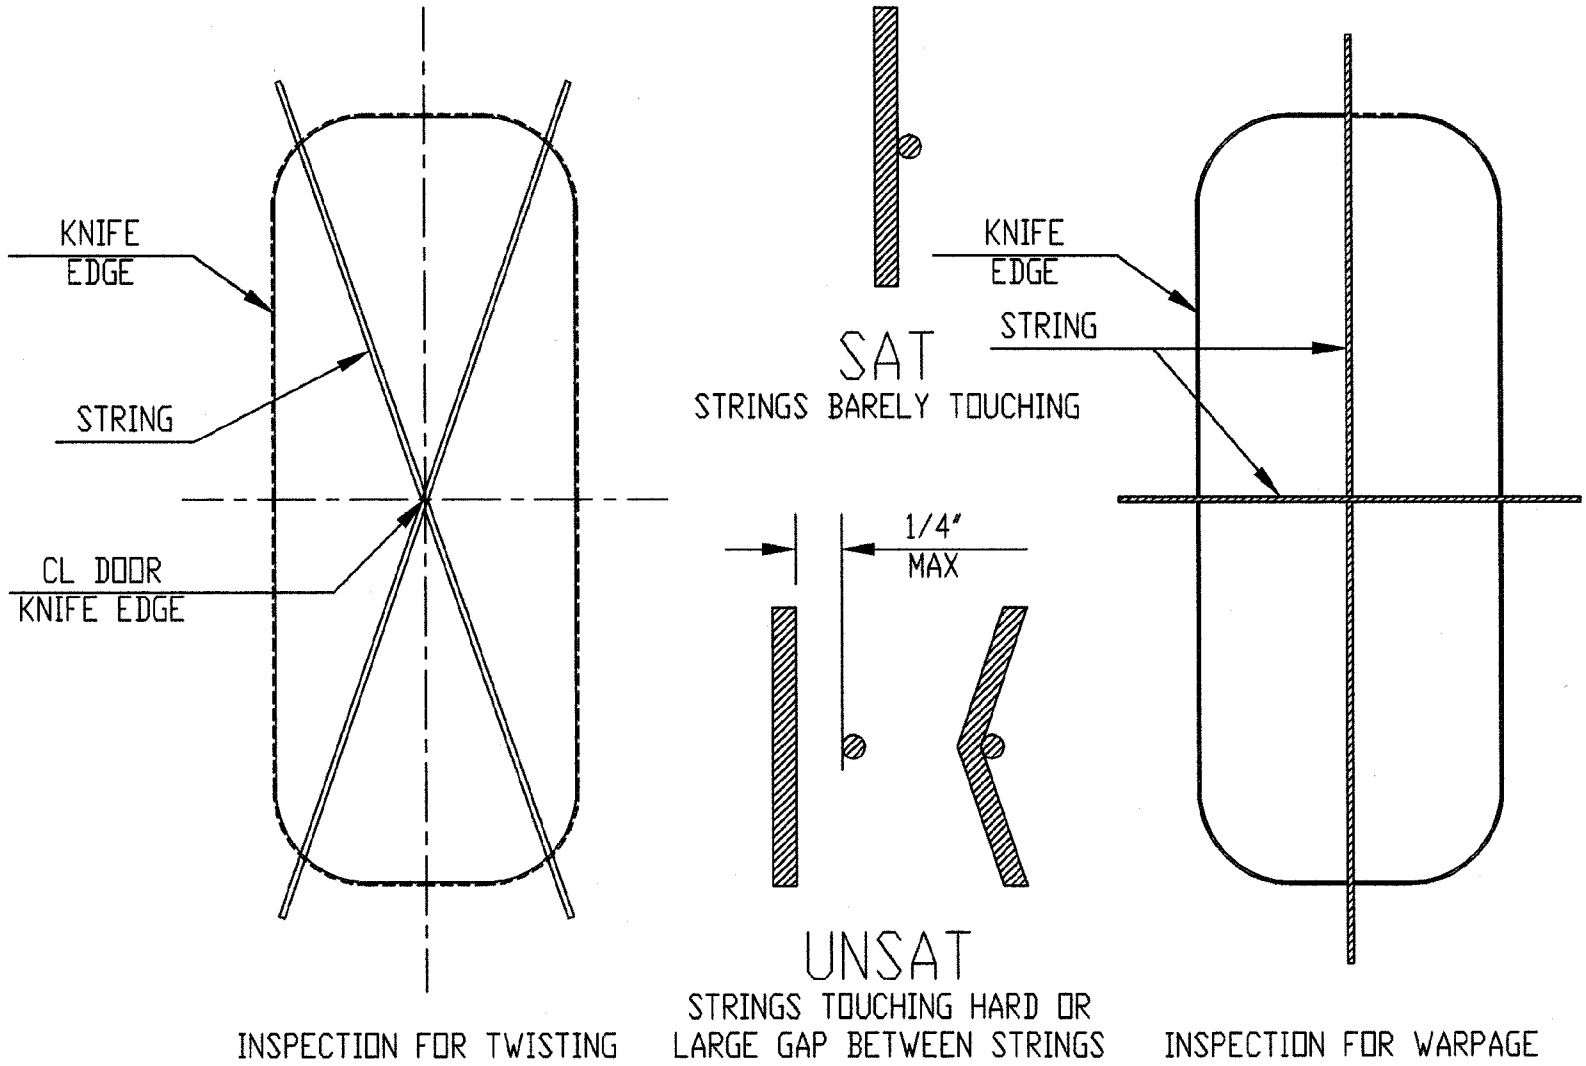

FIGURE 5-A
1.2. INSPECT THE DOORFRAME FOR EXCESSIVE WARPING. THE WARPING TOLERANCE SHALL NOT EXCEED 1/8 INCH. USE THE CROSS-STRING METHOD TO CROSS DIAGONAL CORNERS AT DOOR KNIFE-EDGE; ALSO CHECK VERTICAL AND HORIZONTAL PLANES, SEE **FIGURE 5-A**. KNIFE EDGE GRINDING SHALL NOT BE USED TO CORRECT FRAME WARPING.
2.3 THE BULKHEAD PANEL AT THE DOORFRAME SHALL BE STRAIGHT TO WITHIN 1/16 INCH, PARTICULARLY ON BULKHEADS GREATER THAN ¼ INCH THICKNESS. BEFORE FITTING THE DOOR THE BULKHEAD SHALL BE CHECKED WITH A STRAIGHT EDGE OR STRING, SEE **FIGURE 5-A**. DIAGONAL CORNERS SHOULD BE CHECKED TO DETECT TWIST.